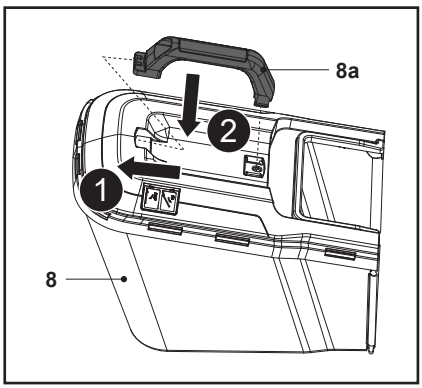

Rys. 6
2. Zamontować uchwyt do noszenia (8a) w dwóch otworach montażowych w górnej ramie kosza na trawę (8), pilnując zachowania prawidłowej orientacji (rys. 6).